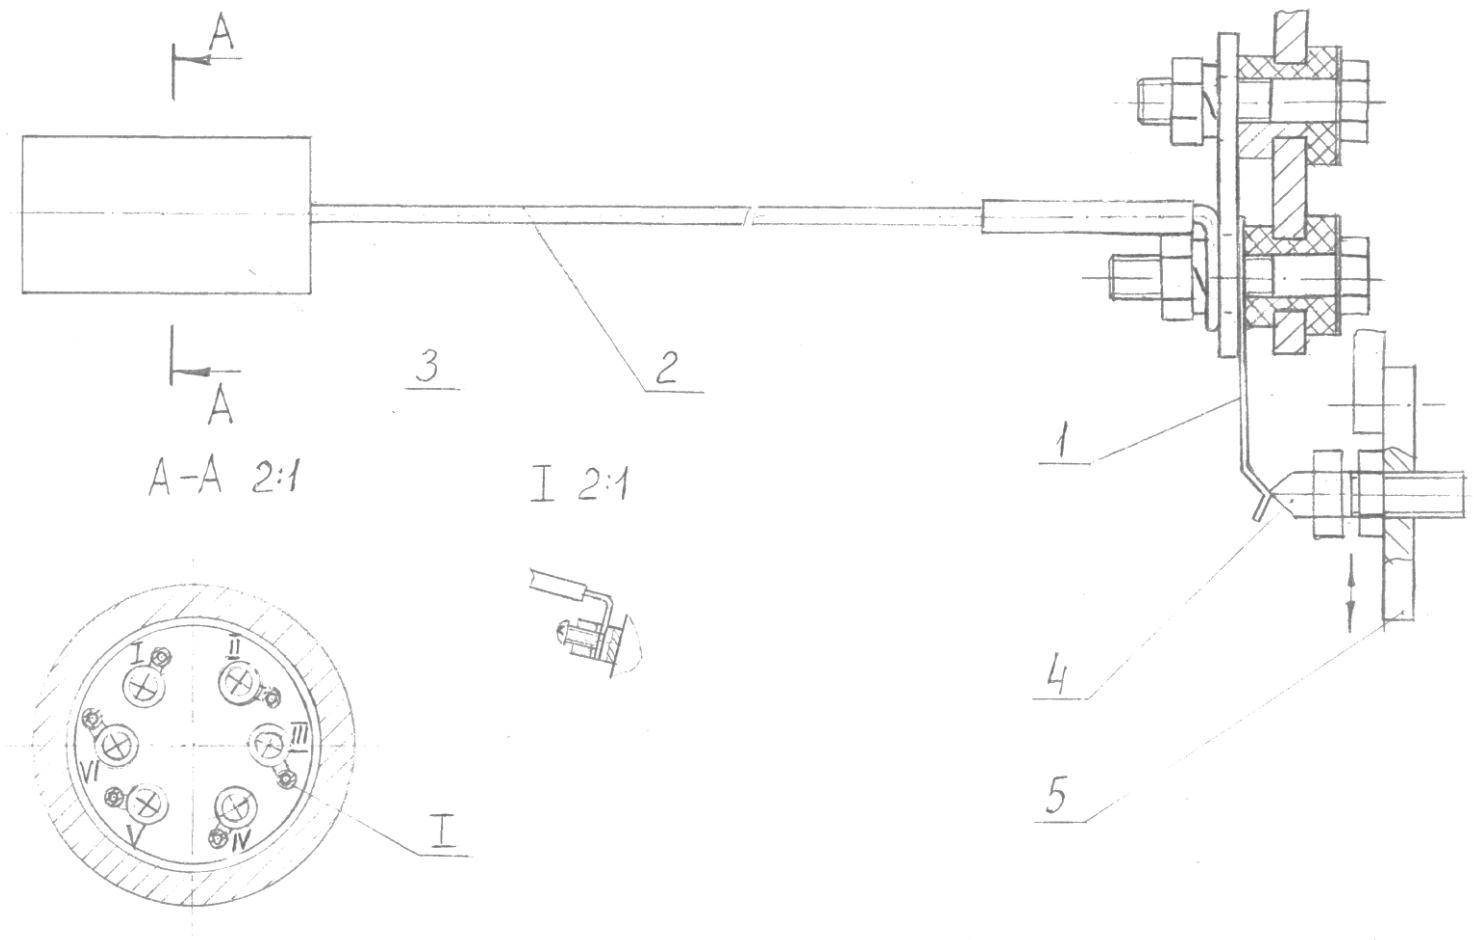

Рис. 12 Сигнализация
- подключите сигнализацию согласно схеме (рис.12);